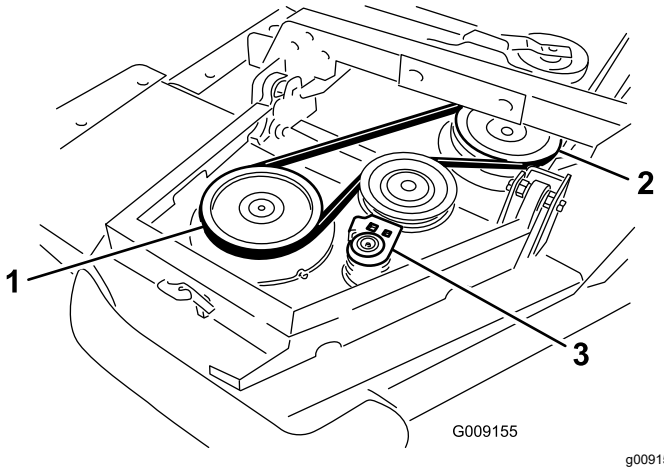

Figur 5
A. Börja med att dra remmen runt vingfenans spindelskiva och det främre däckets spindelskiva (Figur 5).
B. Flytta mellanremskivan bort från remskivorna med hjälp av en spärrnyckel eller liknande (Figur 5).